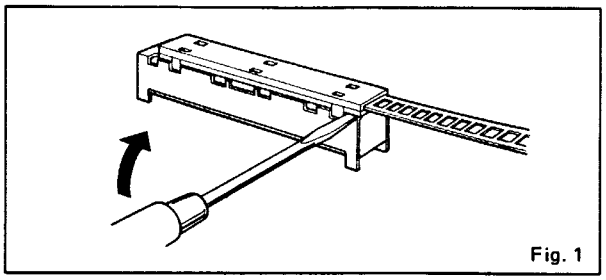

Fig. 1
2) Disconnect all lead wire connectors, and then all on-board switch flexible wires with a standard screwdriver (see Fig. 1).
3) Then after removing screws ③ to ⑬ shown in Photo 4, the function c. board may be removed.